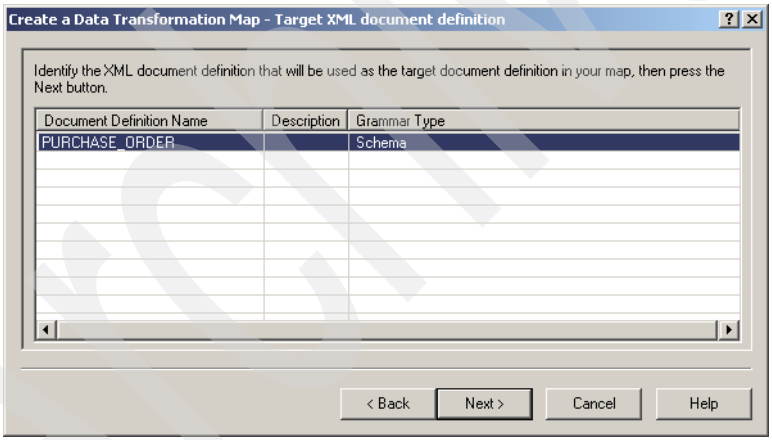

Figure 15-24 Select XML document definition
15. Select **PURCHASE_ORDER** and click **Next** (Figure 15-24).